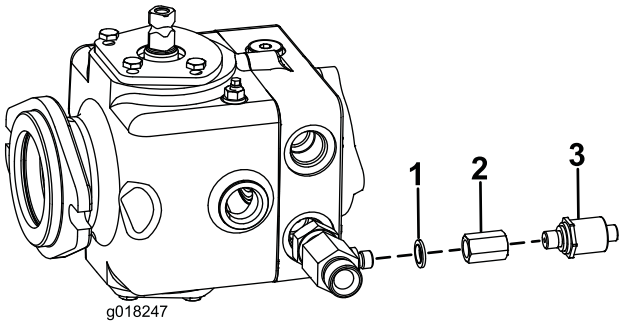

Figur 8
3. Skru trykkbryteradapteren på T-stykket med dowtypakningen (1/4 tomme), som vist i Figur 8.
4. Skru trykkbryteren på denne adapteren (Figur 8). Stram til bryteren med et moment på 34 N·m.